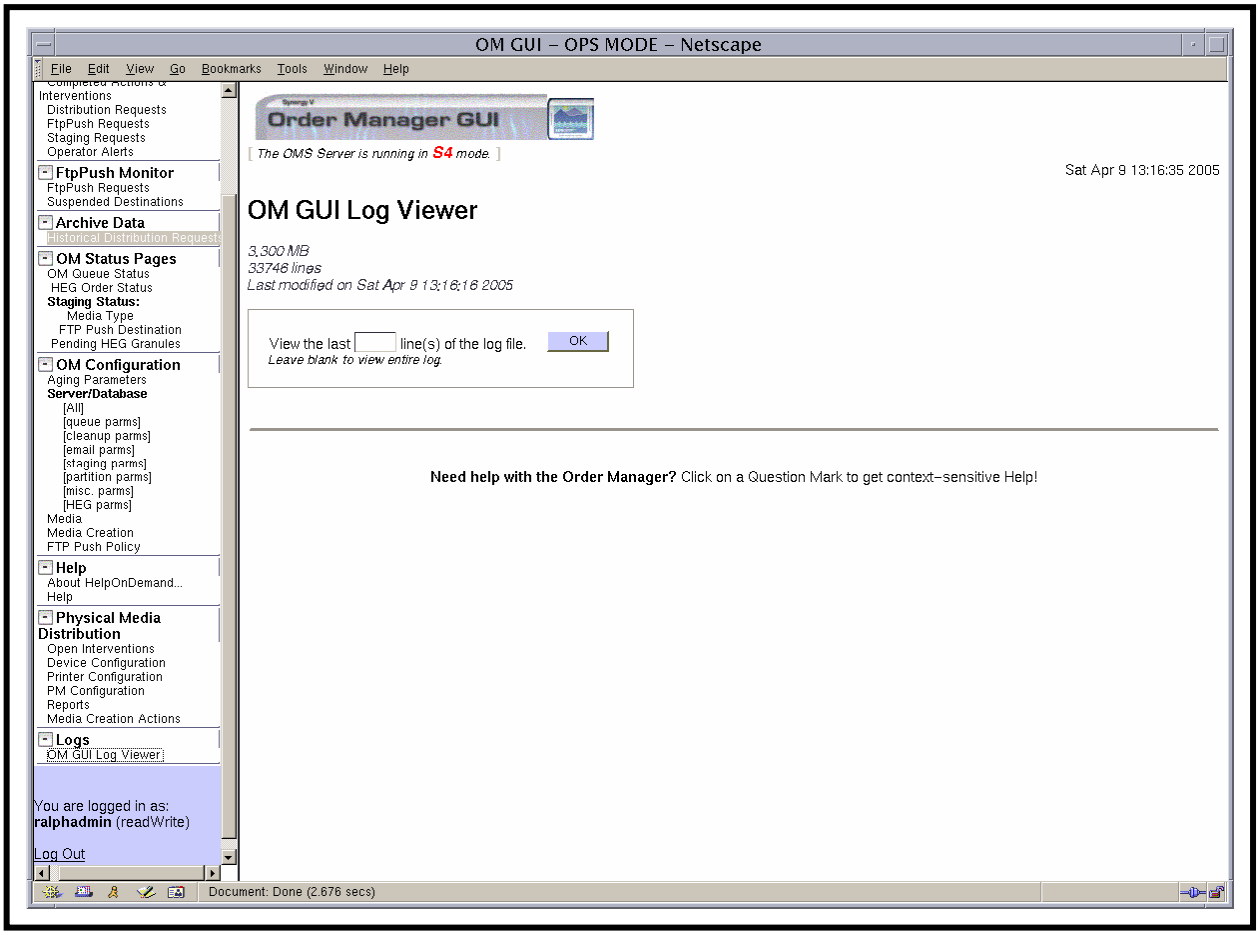

Figure 67. OM GUI Log Viewer Page
The **OM GUI Log Viewer** page (Figure 67) provides the Distribution Technician with a means of checking entries in the OM GUI log. The log file that the log viewer displays is located under the cgi-bin/logs directory where the **OM GUI** is installed. It is not the web server log or the SYSLOG. It is a log that is specifically generated by and for the **OM GUI**.
2 If the **OM GUI Log Viewer** page (Figure 67) is not already being displayed, click on the **OM GUI Log Viewer** link in the navigation frame of the **OM GUI**.
- The **OM GUI Log Viewer** page (Figure 67) is displayed.